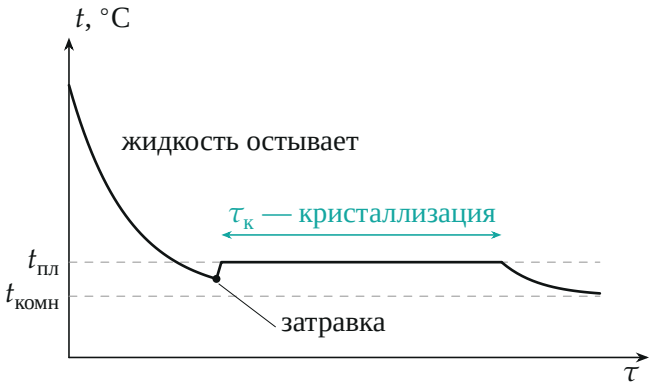

Рис. 3. Качественный ход опыта: остывание расплава, переохлаждение, затравка, площадка кристаллизации при $t_{пл}$, остывание твёрдого металла.
2.2. Переохлаждение и запуск кристаллизации. Расплав остывает почти до комнатной температуры и остаётся жидким — это метастабильное переохлаждённое состояние (примечание 1). Пинцетом бросаем в него микропорцию твёрдого металла. За несколько секунд температура поднимается до 28–30°C и стоит на месте долго, а потом снова медленно падает до комнатной (рис. 3).